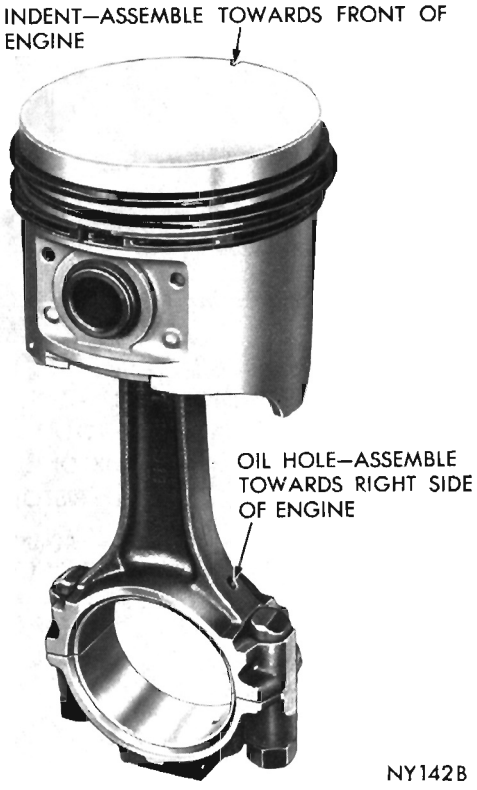

Fig. 40—Connecting Rod Oil Hole
(4) Install spring inside the pilot and install spring and pilot in the anvil.
(5) Install piston pin over main screw.
(6) Place piston, with "Notch Front" up, over the pilot so that pilot extends through piston pin holes.
(7) Position connecting rod over the pilot which extends through piston hole. **The oil hole in connecting rod must point toward the direction shown in Figure 40.**